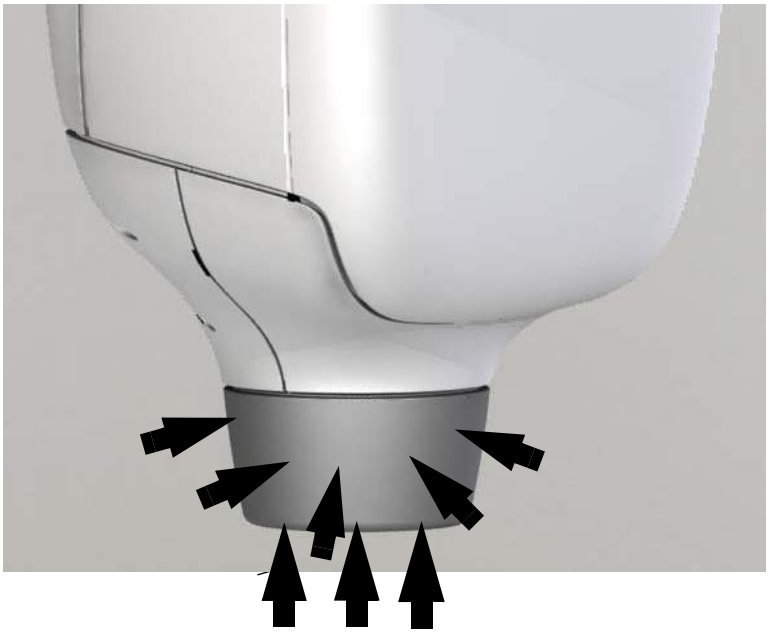

Figura 11 Verificação do Sensor de Detecção de Contato na Extremidade do Sensor de Contato do Compartimento do Colimador (Colimador Iris mostrado)
2. Entre na Sala de tratamento. Pressione firmemente em volta do sensor de detecção de contato e contra a parte frontal do sensor de detecção de contato, conforme indicado na Figura 11.